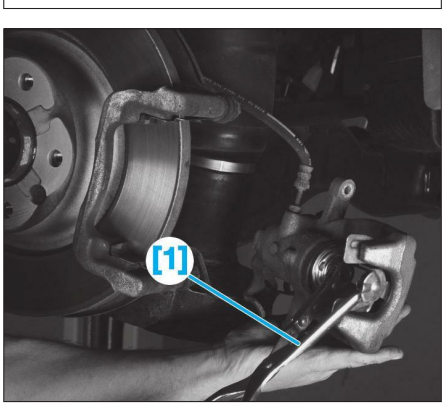

**Fig. 9**
• Repousser le piston de frein arrière, en le faisant tourner dans le sens des aiguilles d'une montre à l'aide de l'outil [1] **(Fig.9)**.